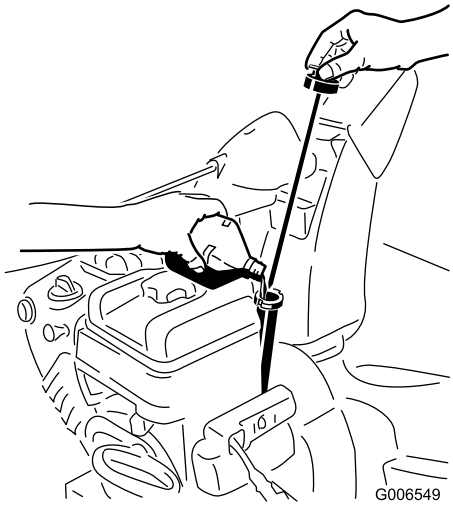

Figuur 19
1. Verwijder de peilstok en giet **langzaam** olie in de vulbuis totdat het oliepeil tot de volmarkering op de peilstok reikt. **Niet te vol gieten** (Figuur 19).